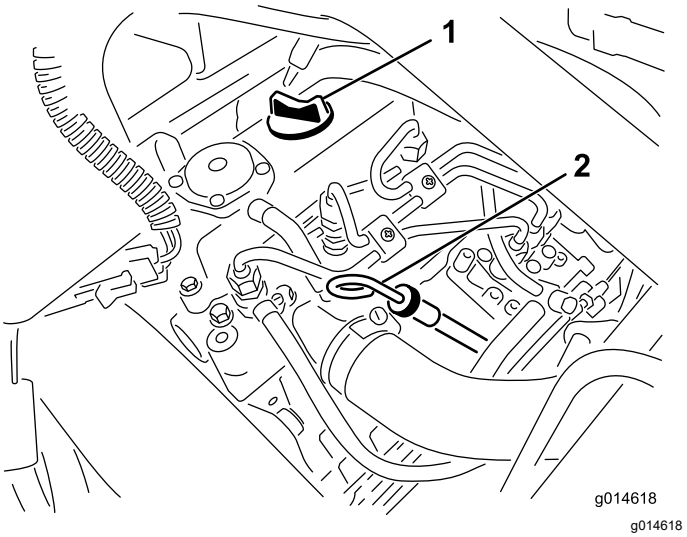

Rysunek 30
2. Wyjmij wskaźnik poziomu i wytrzyj go czystą szmatką (Rysunek 30).